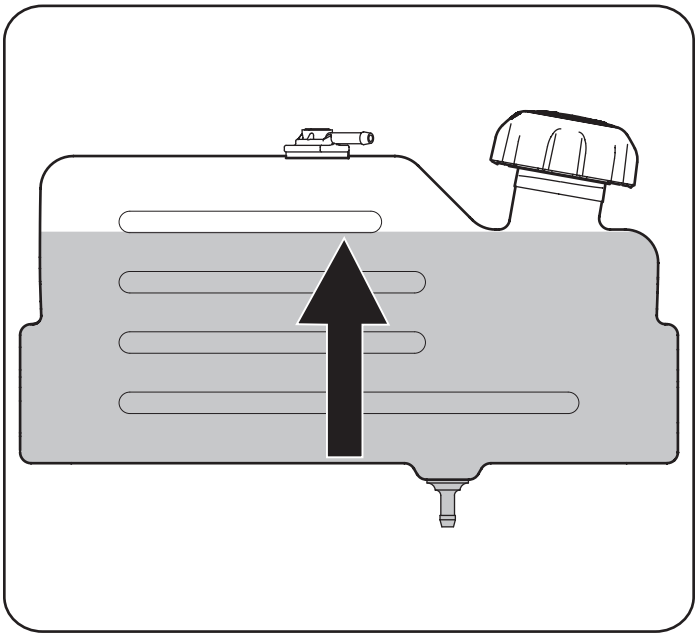

Figura 8
2. Cargue el depósito de combustible con gasolina. Sólo se debe utilizar gasolina limpia, nueva (con menos de 30 días de antigüedad) y sin plomo. Llene el depósito hasta la base del cuello de llenado dejando espacio para la dilatación del combustible. NO LLENE EL DEPÓSITO DE COMBUSTIBLE AL MÁXIMO. Consulte la Figura 8.